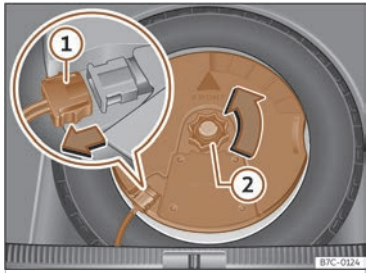

Fig. 251 Dans le coffre à bagages : démonter le subwoofer.
- Déconnectez le câble du haut-parleur subwoofer ››› fig. 251①.
- Dévissez la molette de fixation en la tournant dans le sens inverse des aiguilles d'une montre ››› fig. 251②.